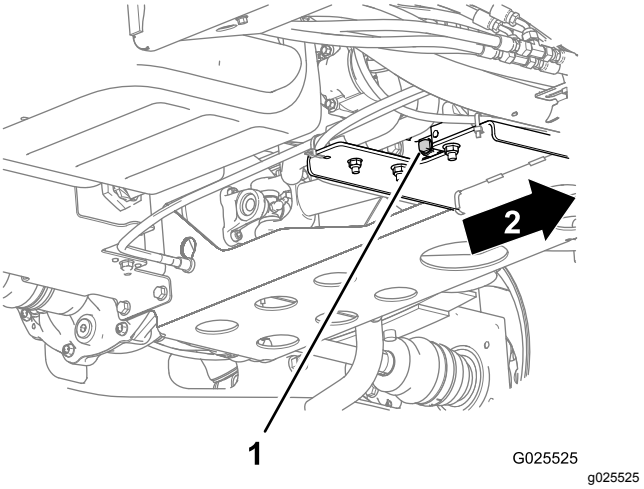

图44
2. 对齐排油塞下的大排放盘图44。
3. 拆下排油塞让油流入放油盘图44。